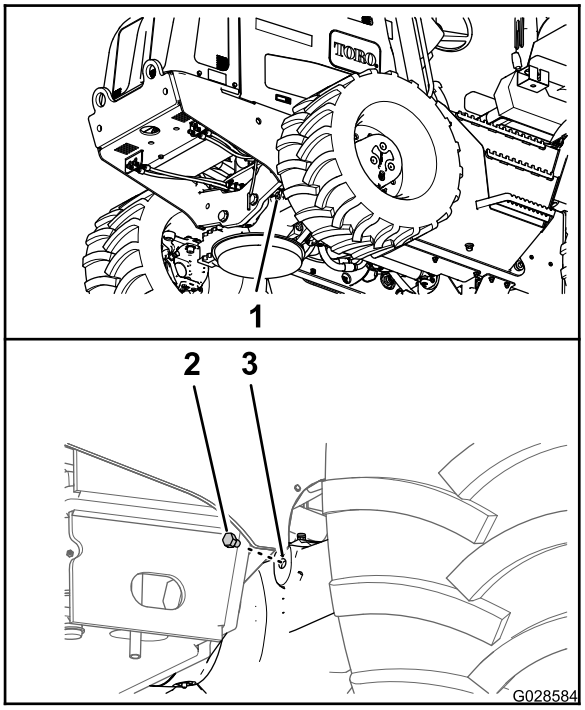
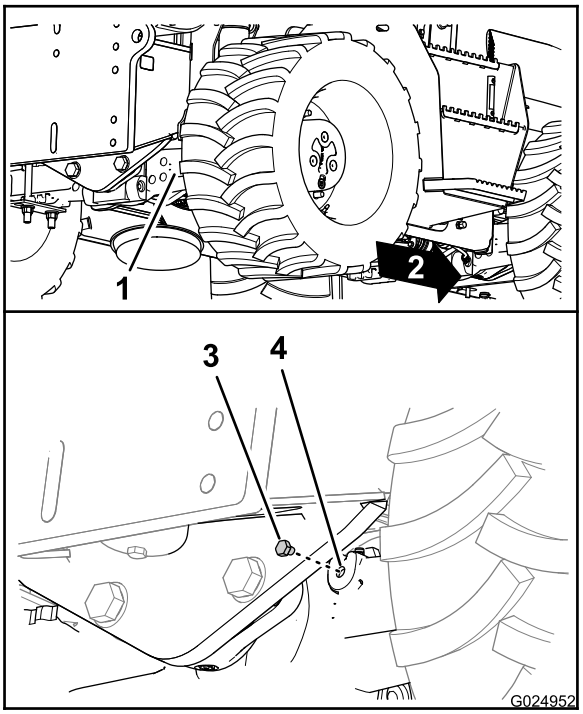

Figure 85
Figure 86
2. Enlevez les bouchons de l'orifice de contrôle dans le carter de pignons de pont (Figure 85 et Figure 86).
3. Vérifiez par l'orifice de contrôle que le niveau d'huile dans le pont atteint le bas du filetage de l'orifice (Figure 85 et Figure 86).
6. Revissez le bouchon dans l'orifice de contrôle du carter des pignons de pont (Figure 85 et Figure 86).